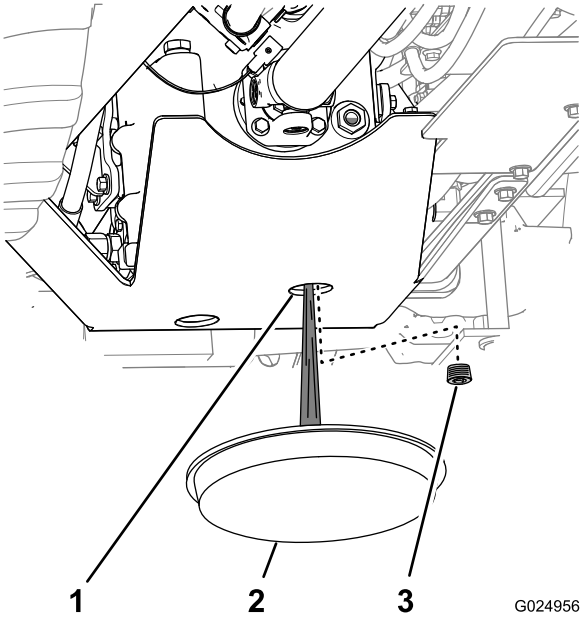

Figura 94
2. Coloque un recipiente de vaciado debajo del orificio delantero del protector de la transmisión (Figura 94).
3. A través del protector de la transmisión, limpie la zona alrededor del tapón de vaciado de la transmisión (Figura 94).